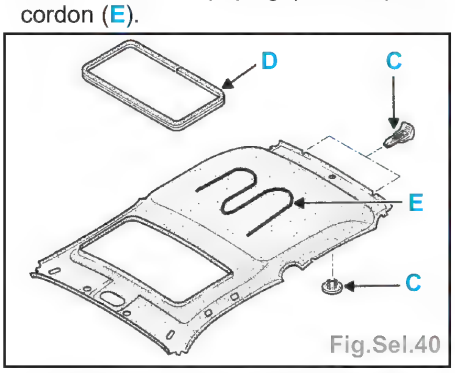

Fig.Sel.40
- Déposer le jonc de finition intérieur (D) (Fig.Sel.40).
- A l'aide du matériel de découpe des cordons de colle vitrage (câble, poignée de traction, outil de piquage), découper le cordon (E).
- Remettre en place le jonc de finition intérieur (D) sur la cassette (avant remontage de celle-ci) en insérant préalablement un bout de ficelle dans la gorge sur toute la longueur du joint (Fig.Sel.40).
- Encoller la garniture de pavillon (E) et présenter la garniture en rentrant celle-ci par le hayon (deux personnes) (Fig. Sel.40).
- Plaquer la partie AR de la garniture et remonter les agrafes de maintien (C).